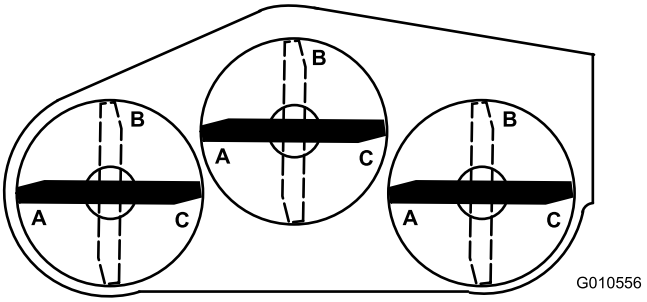
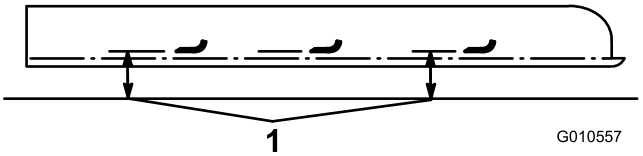

Figur 24
Figur 25
5. Placera alla tre knivarna i läget A (Figur 24) och mät från det jämna underlaget till nederdelen på varje knivspets (Figur 25).
6. Anteckna avståndet i läget A. Rotera knivarna till läget B (Figur 24), mät avståndet från alla knivar till det jämna underlaget och anteckna måtten (Figur 25).
7. Rotera knivarna till läget C, mät och anteckna det uppmätta avståndet (Figur 24 och Figur 25).